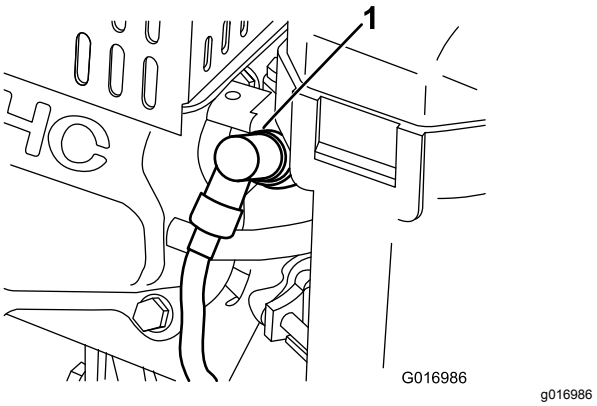

Figur 33
1. Dra av den gjutna kabeln från tändstiftet (Figur 33).